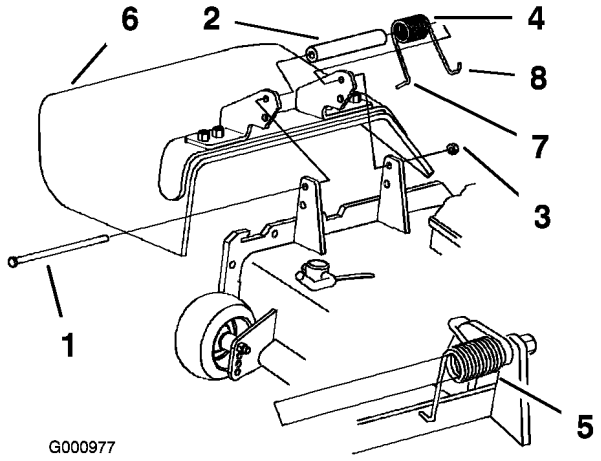

Figur 81
1. Fjern låsemutteren, bolten, fjæren og avstandsstykket som holder avlederen festet til svingbrakettene (Figur 81). Fjern den skadde eller slitte gressavlederen.
Merk: Påse at L-enden av fjæren er montert bak enhetskanten før du monterer bolten som vist i Figur 81.
3. Monter bolt og mutter. Plasser **J**-krokenden av fjæren rundt gressavlederen (Figur 81).